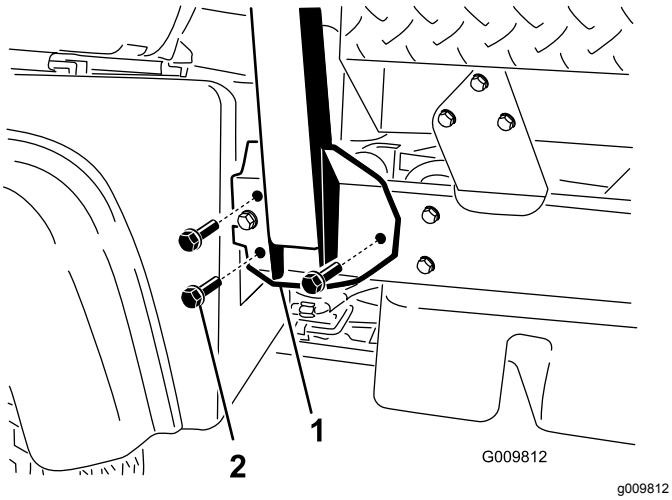

**Figur 4**
2. Ret hver side af styrtbøjlen ind efter monteringshullerne på hver side af maskinens stel (Figur 4).
3. Fastgør monteringsbeslaget til styrtbøjlen på maskinens stel med 3 flangehovedbolte (½" x 1¼") på hver side (Figur 4).